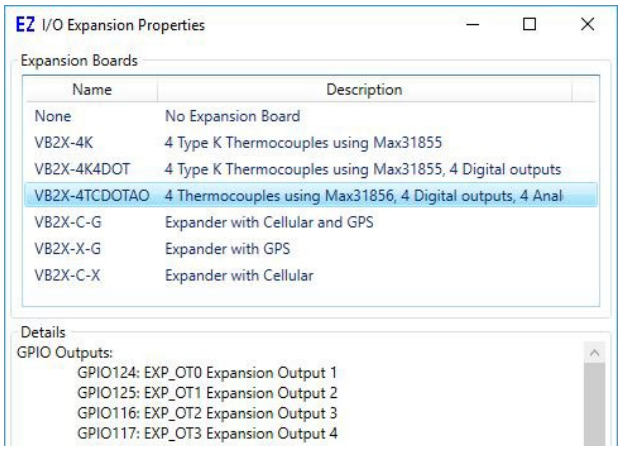

Figure 1-4 - I/O Expansion Properties
3. Highlight the ***I/O Expansion*** in the list and click the **PROPERTIES** button on the right side of the Expansion pane in the VB-2000 Properties Window. The I/O Expansion Properties Window will open. Refer to Figure 1-4.
4. Select the VB2X-4TCDOTAO expansion board from the list of Expansion boards. Refer to Figure 1-4. The Details section of the window will update with the devices supported on the expander (for reference only) that will be installed in the project settings of the program.